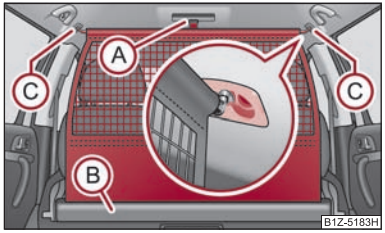

Fig. 63 Sortir le filet de séparation
- Sortir le filet de séparation du boîtier (B) en tirant sur la bride (A) ⇒ fig. 63.
- Mettez la tige transversale dans l'appui (C) d'abord sur un côté et poussez-la vers l'avant.
- De la même manière, fixez la tige transversale de l'autre côté du véhicule, appui (C).
- Tirez la tige transversale un peu vers l'arrière d'abord sur un côté puis sur l'autre et enlever la tige transversale des supports (C) ⇒ fig. 63.
– **Maintenez** la tige transversale de sorte que le filet de séparation s'enroule lentement dans le boîtier (B) sans s'abîmer.